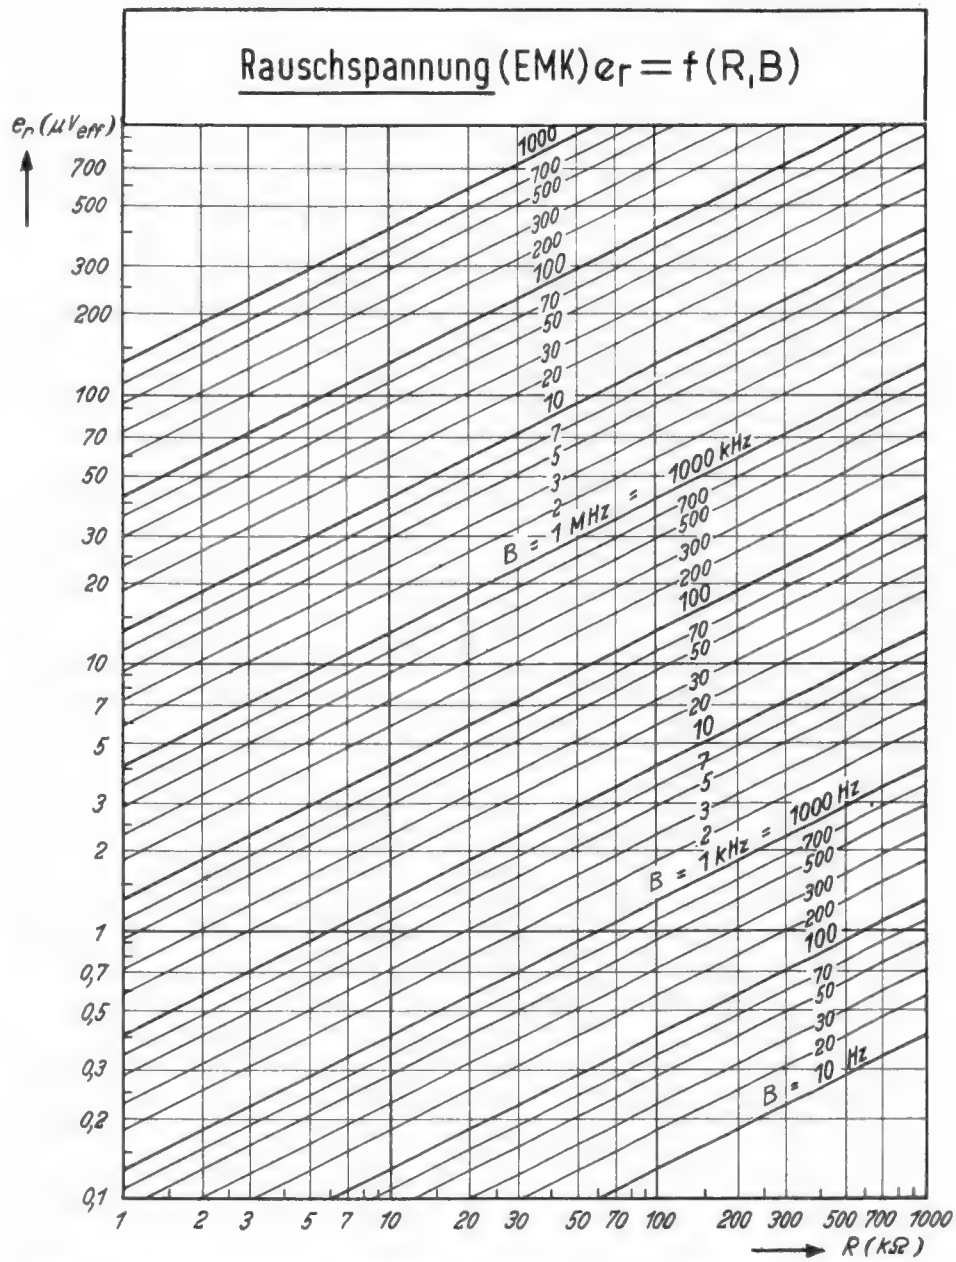

Bild 1. Zusammenhang zwischen Widerstand R, Bandbreite B und Rauschspannung e_r (EMK)
Das Teleport IV ist in seinem Hf- und Nf-Teil aus kleinen Baugruppen aufgebaut, wie das *Titelbild* und *Bild 1* erkennen lassen. Diese Aufbautechnik ist für die Fertigung und für die Wartung günstig, denn die Gruppen können vor der Montage einzeln geprüft und bei einem Defekt leicht ausgewechselt werden; es genügt das Ablöten weniger Drähte.
Die Stromversorgung der tragbaren Ausführung übernimmt ein Zusatzgerät (Bild 1, rechts) mit einem 2/4-Sammler und Zerhacker. Eine Batterieladung erlaubt acht Stunden Betrieb, davon 20 % der Zeit Sendebetrieb. Für stationäre Zwecke steht ein Wechselstromnetzteil zur Verfügung. Die Bedienung des Gerätes ist durch den Mikrofonlautsprecher (Bild 1, vorn) mit Sprechtaste zur Senderumschaltung und Ruftaste für den 1750-Hz-Tonruf besonders einfach. Der Stromversorgungsteil kann entweder abgesetzt aufgestellt bzw. getrennt getragen oder mit dem Sende/Empfangsgerät zu einer Einheit verbunden werden. Im letztgenannten Falle sind die Abmessungen $300 \times 210 \times 120$ mm und das Gewicht beträgt je nach Ausrüstung mit Zubehör 5,0 bis 6,4 kg.
Bild 1. Die Baueinheiten des Teleport IV: links Chassis des Sende/Empfängers, dahinter Gehäuse mit Anschlüssen, rechts Stromversorgungsteil mit Bleisammler und Zerhakkereinrichtung, daneben die Antenne, vorn Mikrofonlautsprecher mit Ruf- und Senderumschalttasten
Die grafische Darstellung der Formel (1) in *Bild 1* gibt die Möglichkeit, die Rauschspannung e_r sofort und ohne Rechnung abzulesen, wenn der Widerstandswert R und die Bandbreite B bekannt sind. Zu beachten ist dabei jedoch, welchen Wert man für die Bandbreite im Einzelfall einzusetzen hat.